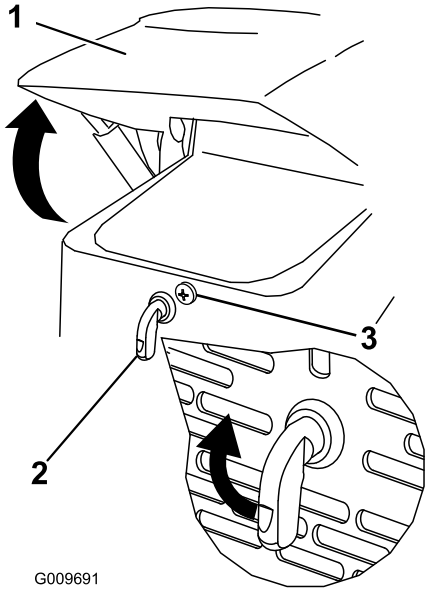

**Figur 26**
1. Lossa huvens låsskruv (Figur 26)
2. Vrid motorhuvsspärren medurs (Figur 26).
3. Sväng upp huven (Figur 26).
3. Dra åt huvens låsskruv och fäst spärren (Figur 26).